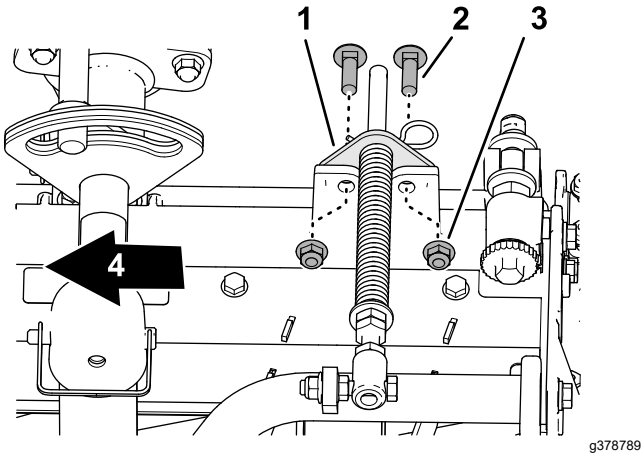

Figur 14
5. Ret hullerne i græskompensatorbeslaget ind efter hullerne i klippeenhedens ramme (Figur 14).